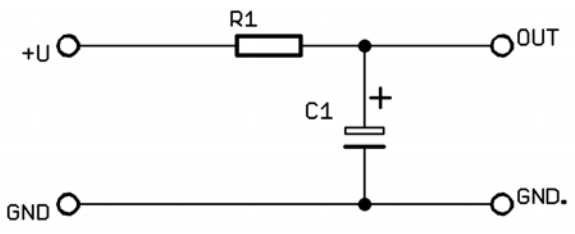
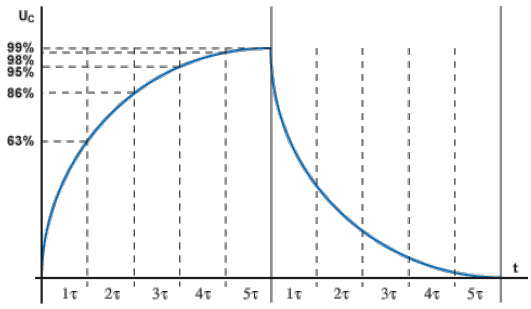

Abb. 27: Schema Lade- und Entladekurve
Abb. 28: Messungen Lade- und Entladekurve
In der Abbildung 28 siehst du eine typische Lade- und Entladekurve der Schaltung in Abbildung 27.
9. Erstelle in Excel die beiden Ladekurven (s. Abb. 28) und schreibe ein Messprotokoll